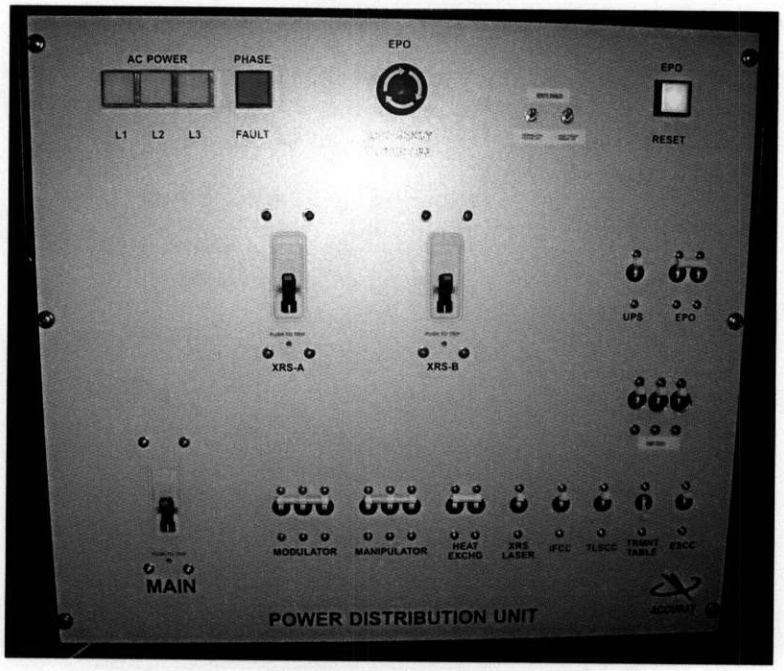

**Figure 2 Power Distribution Unit (PDU)**
**Step 6.** Ensure that all breakers on the Power Distribution Unit (PDU) are closed. (*Figure 2 Power Distribution Unit (PDU), page 3*).